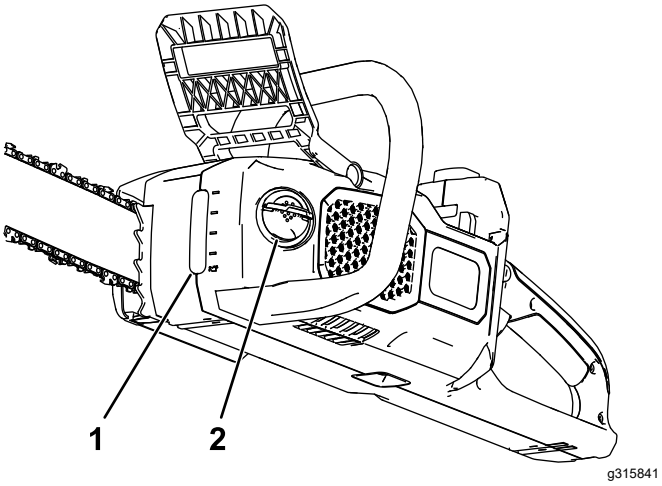

Figuur 24
2. Controleer het oliepeil met het peilglas. Als de olie het venster niet geheel bedekt, voeg dan kettinggeleider- en kettingolie toe naar behoefte (Figuur 24).
4. Maak de omgeving van de oliedop schoon (Figuur 24).
5. Vouw de vleugel van de oliedop uit, verwijder de oliedop, giet kettinggeleider- en kettingolie in de kettingzaag tot de tank gevuld is (Figuur 24).